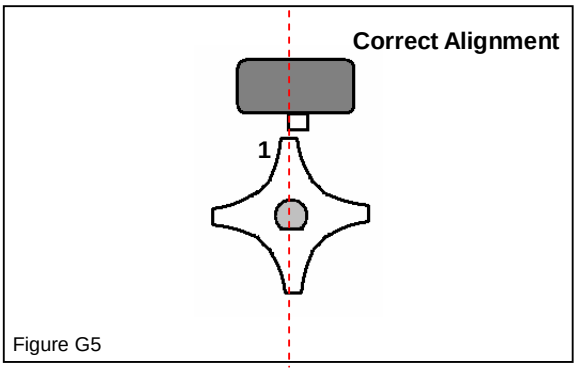

Figure G5
5. To correctly set the distributor, align the center of the #1 cylinder tooth with the leading edge of the VR sensor pickup (Figure G5). Keep in mind that the distributor rotates in a clockwise direction.